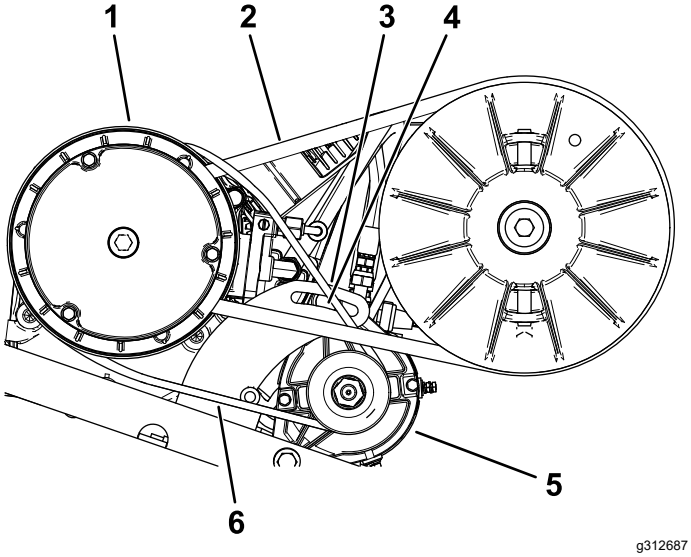

Figur 67
2. Lossa startgeneratorns svängmutter (Figur 67).
4. Tryck bändstången nedåt för att vrida startgeneratorn nedåt i skåran tills remmen är så spänd att den endast böjs 6 mm då en kraft på 44 Nm appliceras (Figur 67).
5. Dra åt svängmuttern för hand och ta bort bändstången (Figur 67).